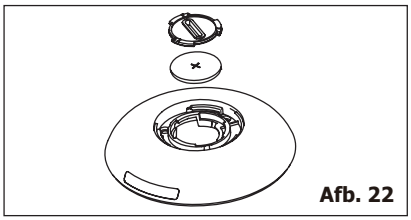

Afb. 22
3. Gebruik dezelfde manier om het beschermdeksel aan de binnenkant te openen en verwijder de batterij. (afb. 22)